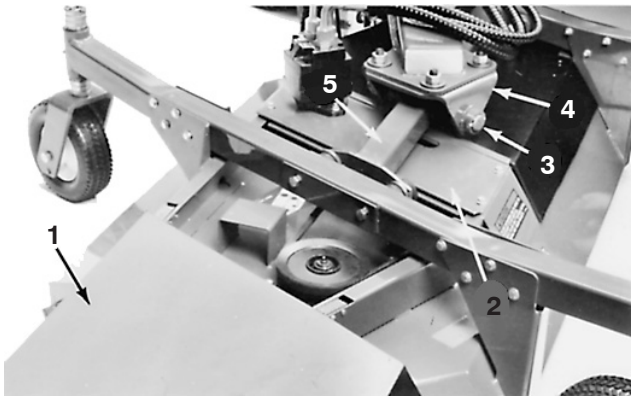

Figure 71
3. Remove flange head screws securing gearbox plate to deck. To separate plate and drive motor assembly from deck, rotate plate end toward traction unit (Fig. 71). Tip plate, motor and pulley assembly on its side and remove from deck. Be careful not to bend, twist, kink or damage flexible hydraulic lines.
4. Remove locknut securing deck pivot shaft into deck clevis and lift bar (Fig. 71).